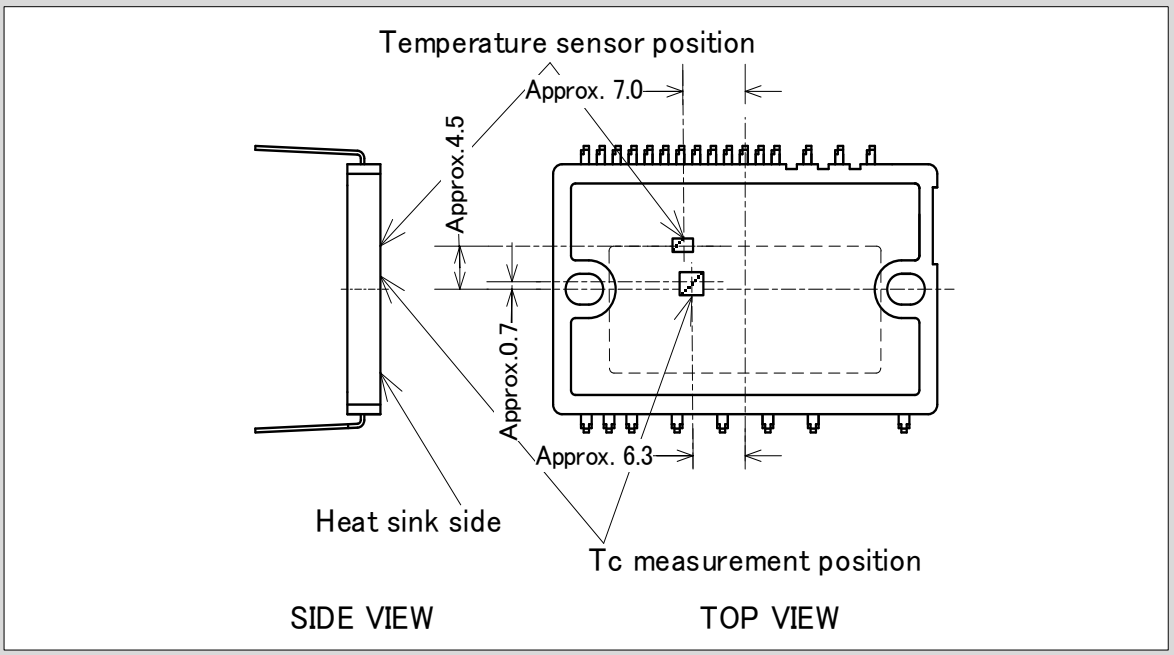

図6-1 温度センサ位置とT_Cの測定位置
- ヒートシンクを選定する場合は、図6-1に示す位置で本製品の温度T_Cを直接測定し、素子発生損失と素子熱抵抗からチップ温度T_jを計算し、絶対最大定格以下となっていることを確認してください。 また、本製品は温度センサを内蔵しており、LVICのチップ温度に従って出力されるアナログ電圧にてT_{vj}を確認することができますので、ヒートシンク選定の参考としてください。